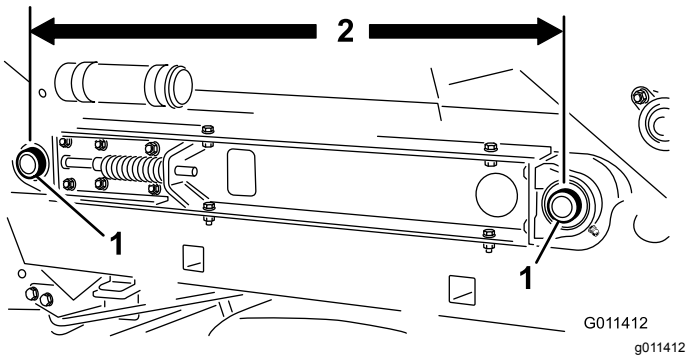

Figur 27
3. Kontrollera att mittavståndet mellan transportbandets rullaxlar (Figur 27) på varje sida av maskinen är lika långt – ca 89,5 cm.